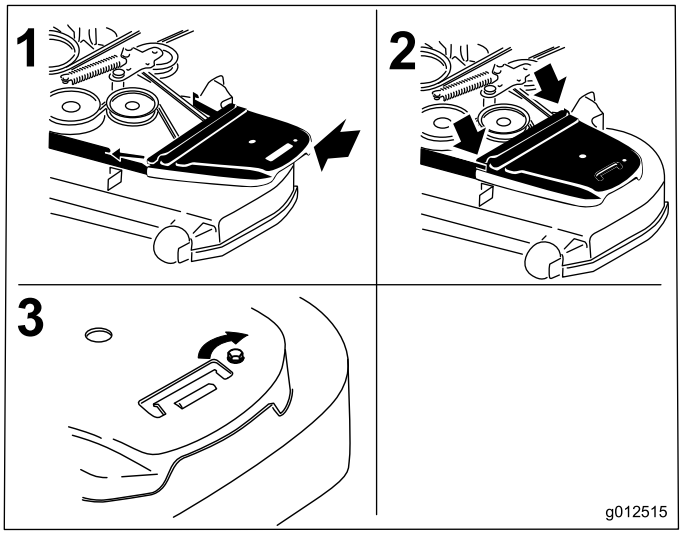

Figur 75
12. Monter beltedekslene og boltene som er festet til dem (Figur 75).